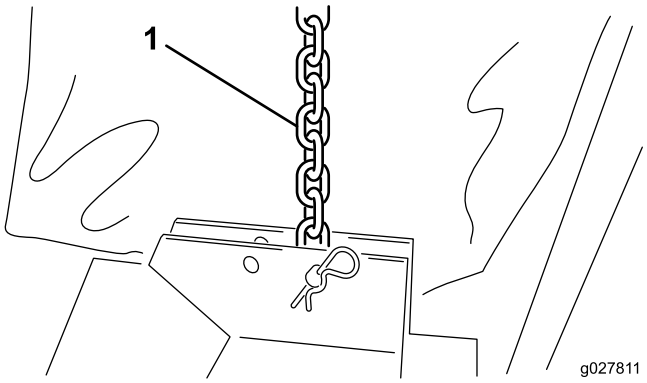

图3
3. 使用柱销和发卡销将各个提升链连接到对应的滚刷盘支架（图3）。